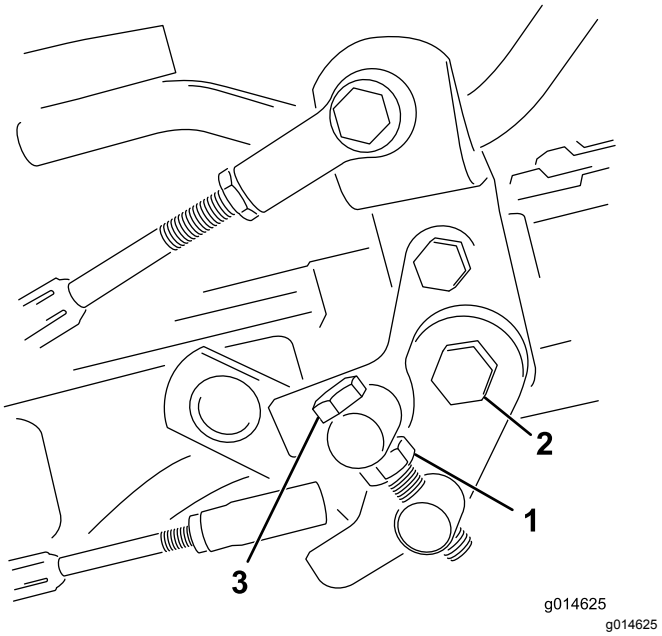

Rysunek 37
1. Poluzuj przeciwnakrętkę na śrubie czopu (Rysunek 37).
4. Dokręć przeciwnakrętkę na śrubie czopu oraz nakrętkę na osi pedału, aby zablokować położenie regulacji (Rysunek 37). Sprawdź efekt regulacji i w razie potrzeby dokonaj korekty.